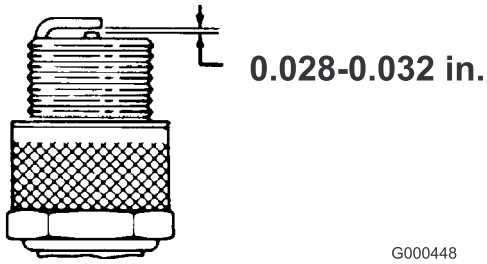

Figur 24
3. Still mellomrommet til 0,07 til 0,08 cm (Figur 24).